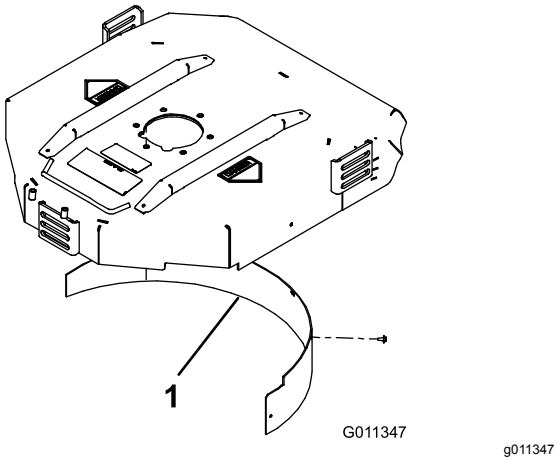

Figuur 8
2. Plaats de mulchplaat in de achterste opening en bevestig deze met 5 flenskopbouten (Figuur 8).